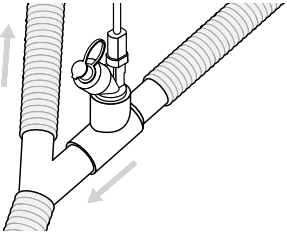

Abbildung 5. Aerogen Solo mit einem Beatmungsschlauchsystem für Erwachsene verbinden
1. Bei **Beatmungsschlauchsystemen für Erwachsene** (22 mm) den Vernebler mit dem T-Stück für Erwachsene im Inspirationsschenkel des Beatmungsschlauchsystems vor dem Y-Patientenanschlussstück anschließen (Abbildung 5).
Bei **Beatmungsschlauchsystemen für Kinder** (15 mm) den Vernebler mit dem T-Stück für Kinder im Inspirationsschenkel des Beatmungsschlauchsystems vor dem Y-Patientenanschlussstück, wie in Abbildung 5 gezeigt, anschließen.Abbildung 5